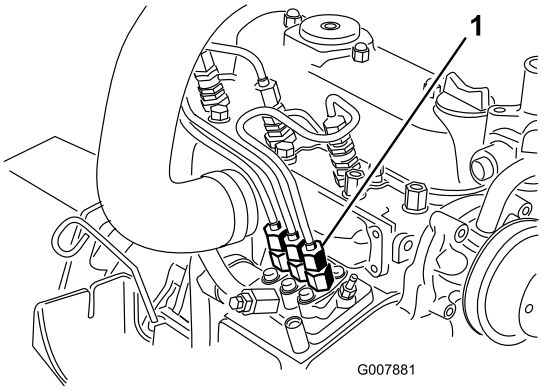

Figuur 44
1. Leg een doek onder de leidingconnector vanaf de injectiepomp naar verstuiver nr. 1 zoals wordt getoond in Figuur 44.